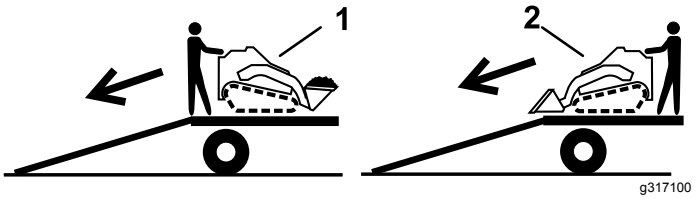

**Figur 21**
2. Lasta av maskinen från släpet med den tunga änden riktad uppför rampen och håll lasten nära marken (Figur 21).